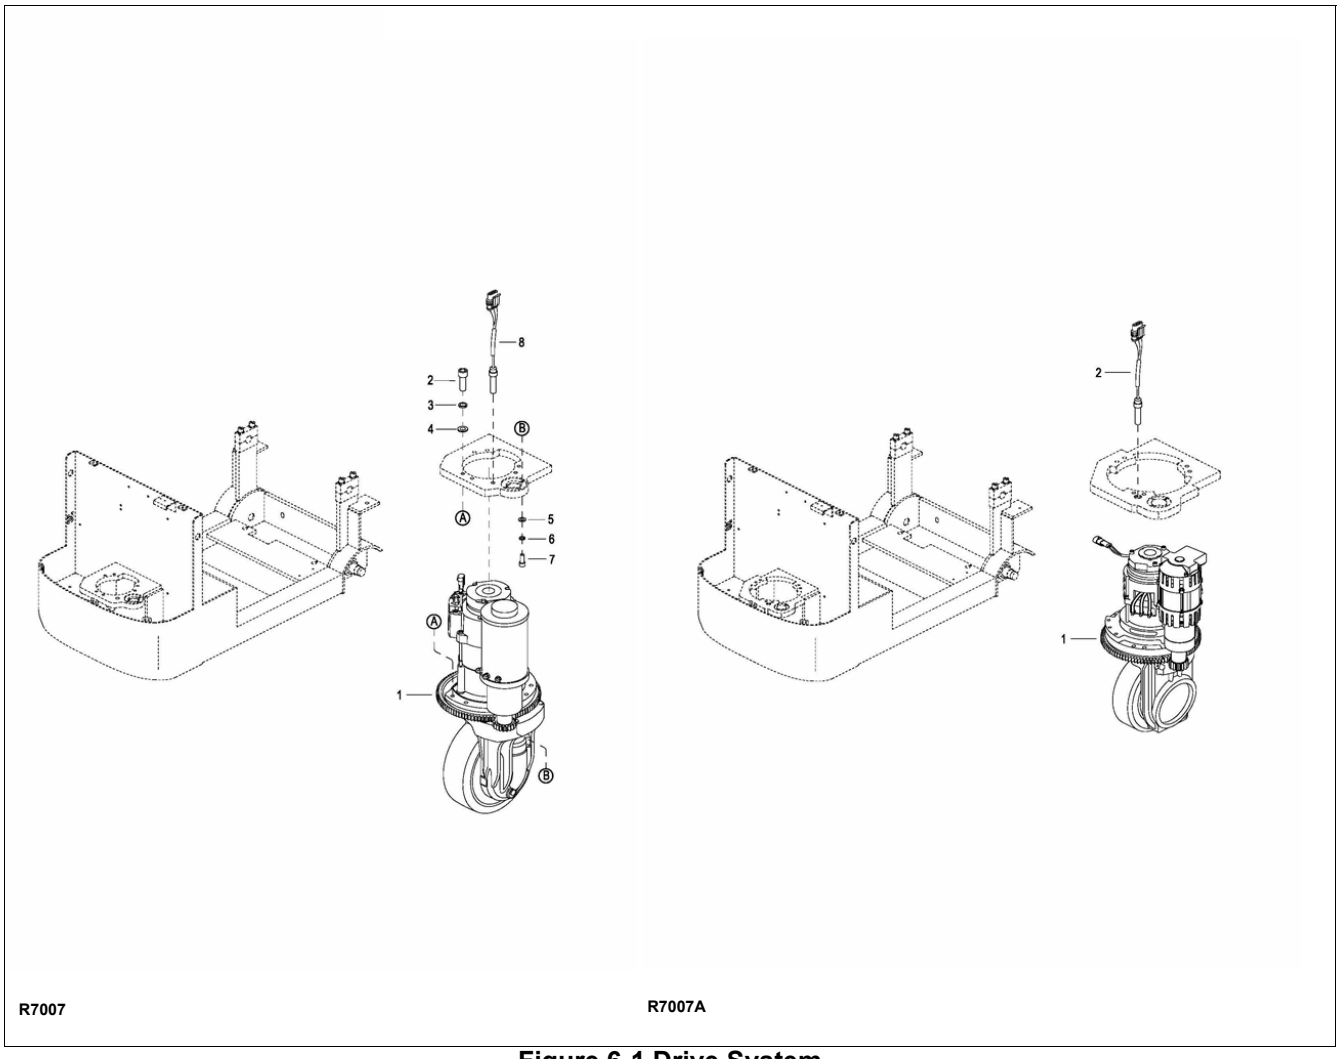
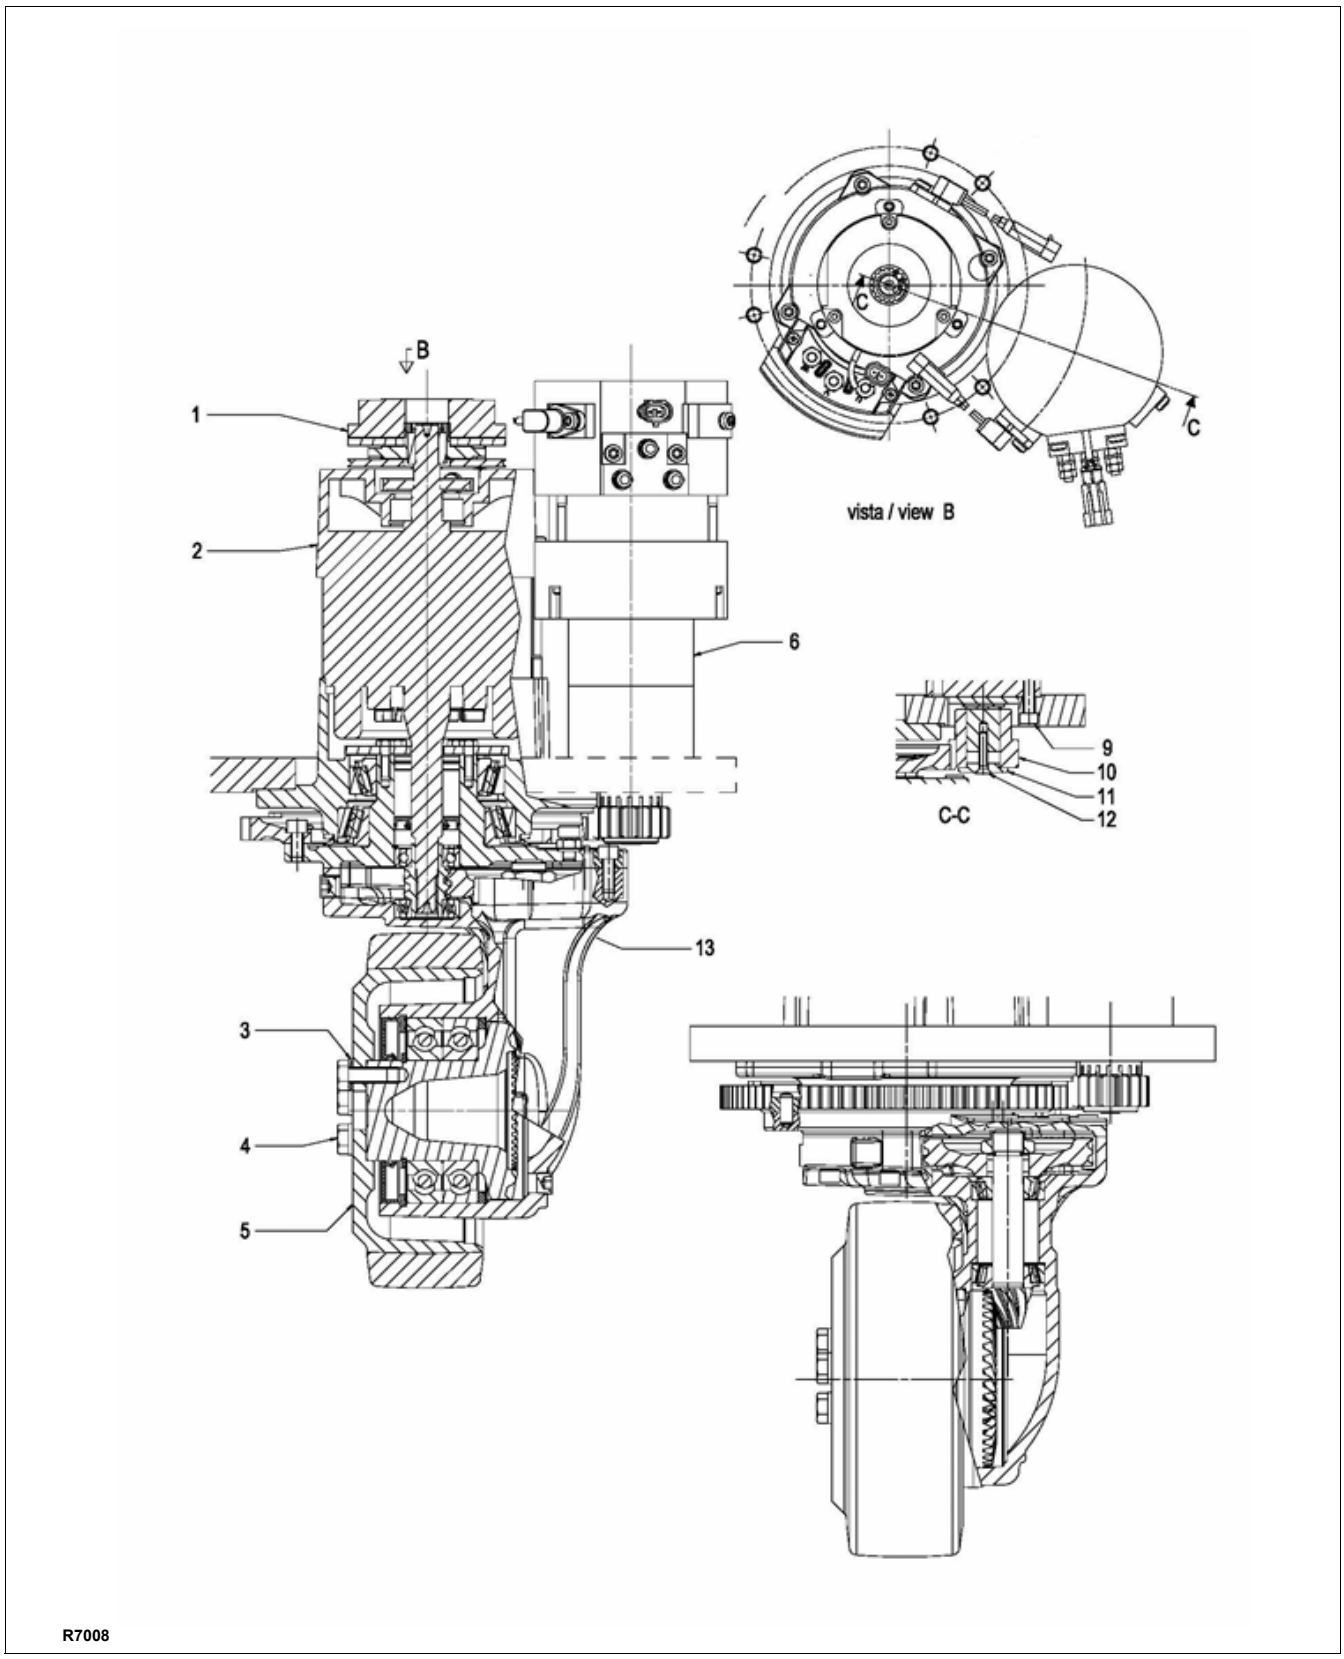

Figure 6-1 Drive System
Figure 6-3 Transmission, Motor & Brake Assembly - Used up to Serial # S2213285
4. Raise the vehicle off the ground to provide clearance for drive assembly (1, Figure 6-1) out the bottom. Securely block the vehicle to prevent movement.
5. Disconnect electric brake (1, Figure 6-3) from harness (1, Figure 11-14).
6. Disconnect cables (3, 4 and 5, Figure 11-15 or Figure 11-16) from drive motor (2, Figure 6-3).
7. Disconnect encoder (7) from drive motor (2).
8. Support the drive assembly (1, Figure 6-1) and remove six screws (2), six washers (3) and flat washers (4).
9. Lower the drive assembly (1) out the bottom of the vehicle.
10. Install new drive assembly (1) by reversing the steps above.
3. Remove the five mounting screws (4, Figure 6-3) and five lock washers (3).
4. Remove drive wheel (5).